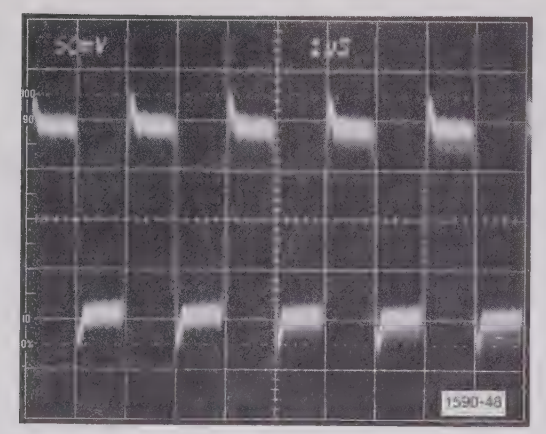

Fig. 6-3. Video preamp output level.
e. Adjust - R1979 so that Test Oscilloscope displayed waveform is centered about 0 volts (Fig. 6-3).